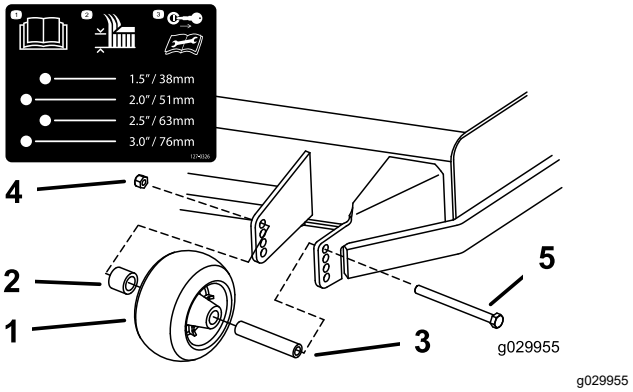
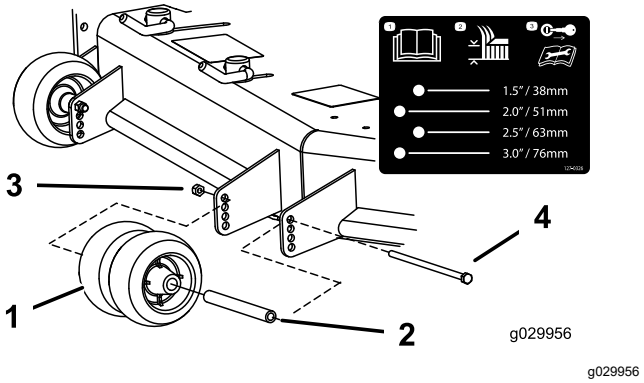
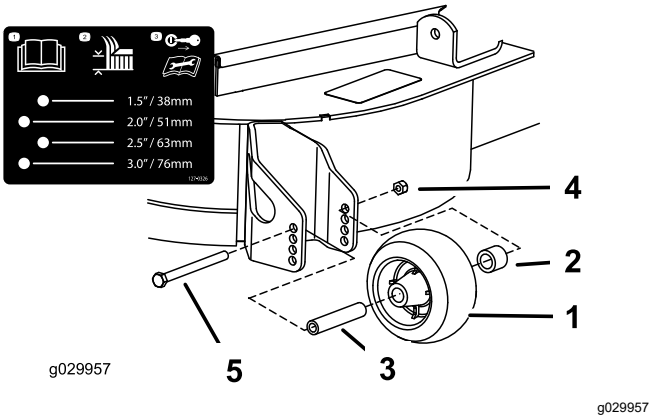

Figuur 29
Figuur 30
Figuur 31
3. Stel de antiscalpeerrollen af zoals wordt getoond in Figuur 29, Figuur 30 en Figuur 31.